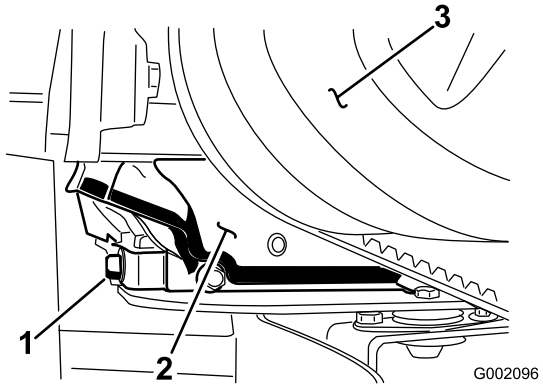

Figuur 40
5. Zet een opvangbak met een inhoud van minstens 1,5 liter onder de aftapplug (Figuur 40).
6. Verwijder de aftapplug (Figuur 40).